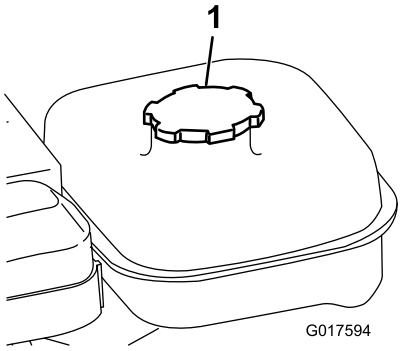

**Rysunek 16**
1. Oczyść obszar wokół korka wlewu paliwa i odkręć korek (Rysunek 16).